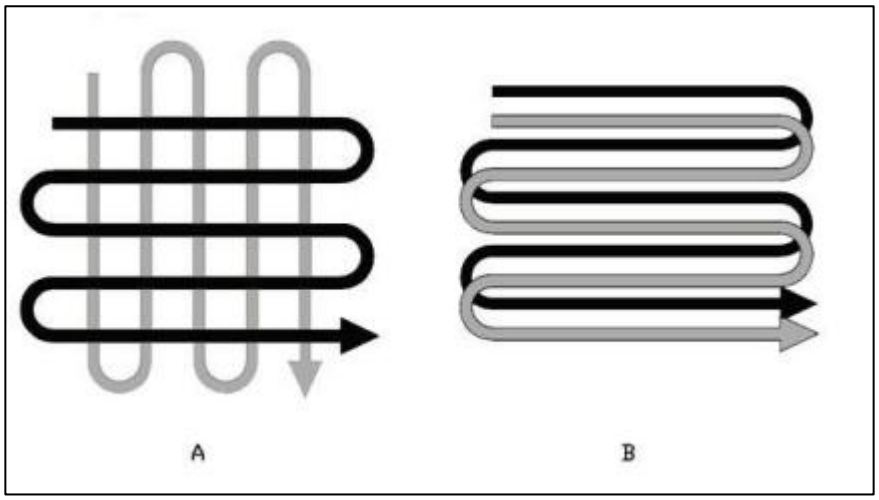

Rys. 10
7. Dla przygotowania miejsca do sadzenia zaleca się stosowanie jednej z metod jak na Rys. 10.